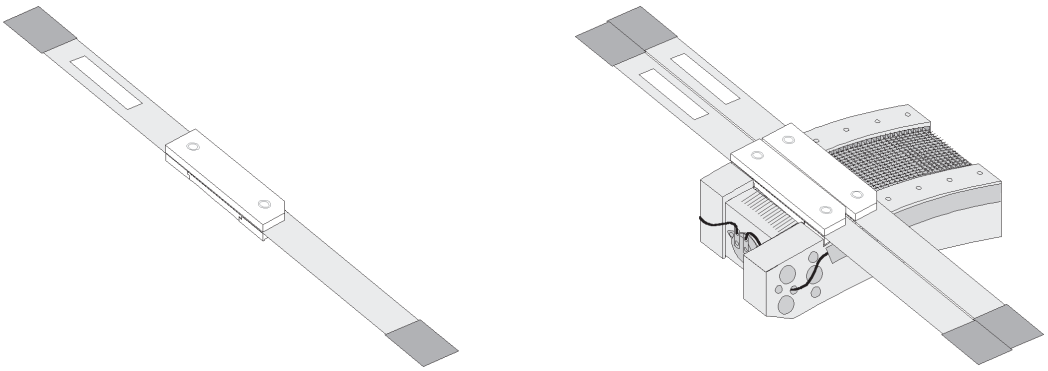
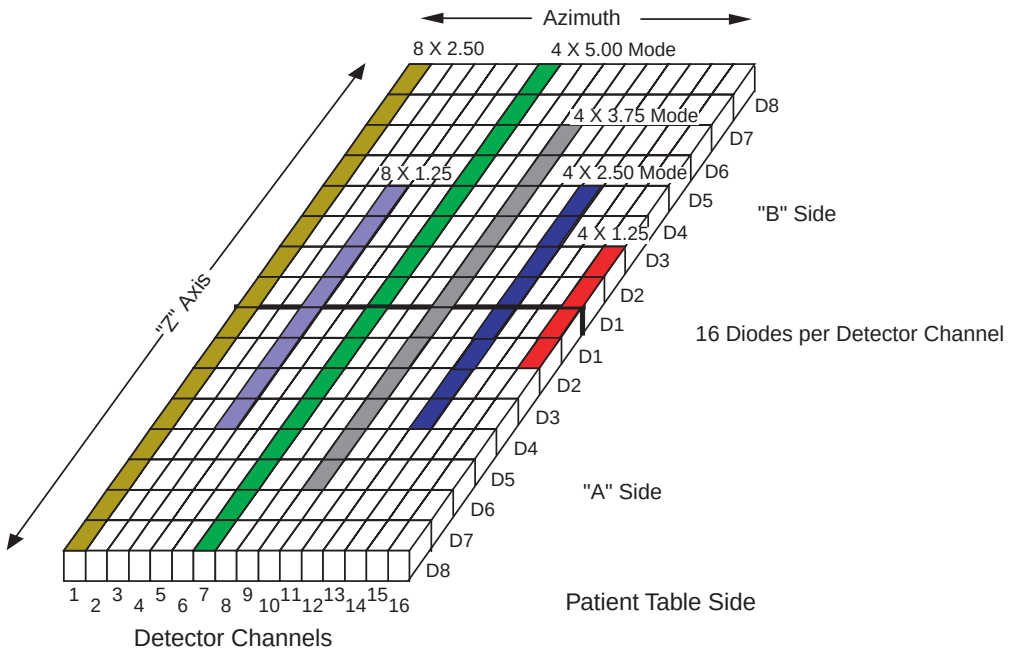

Figure 7-1 Detector Modules
Figure 7-3 Detector Module
The detector assembly used on this system houses 57 **Detector Modules** (Figure 7-1). Each module has two sides—an **A-side** and a **B-side** (refer to Figure 7-3)—with eight (8) diodes or **cells**